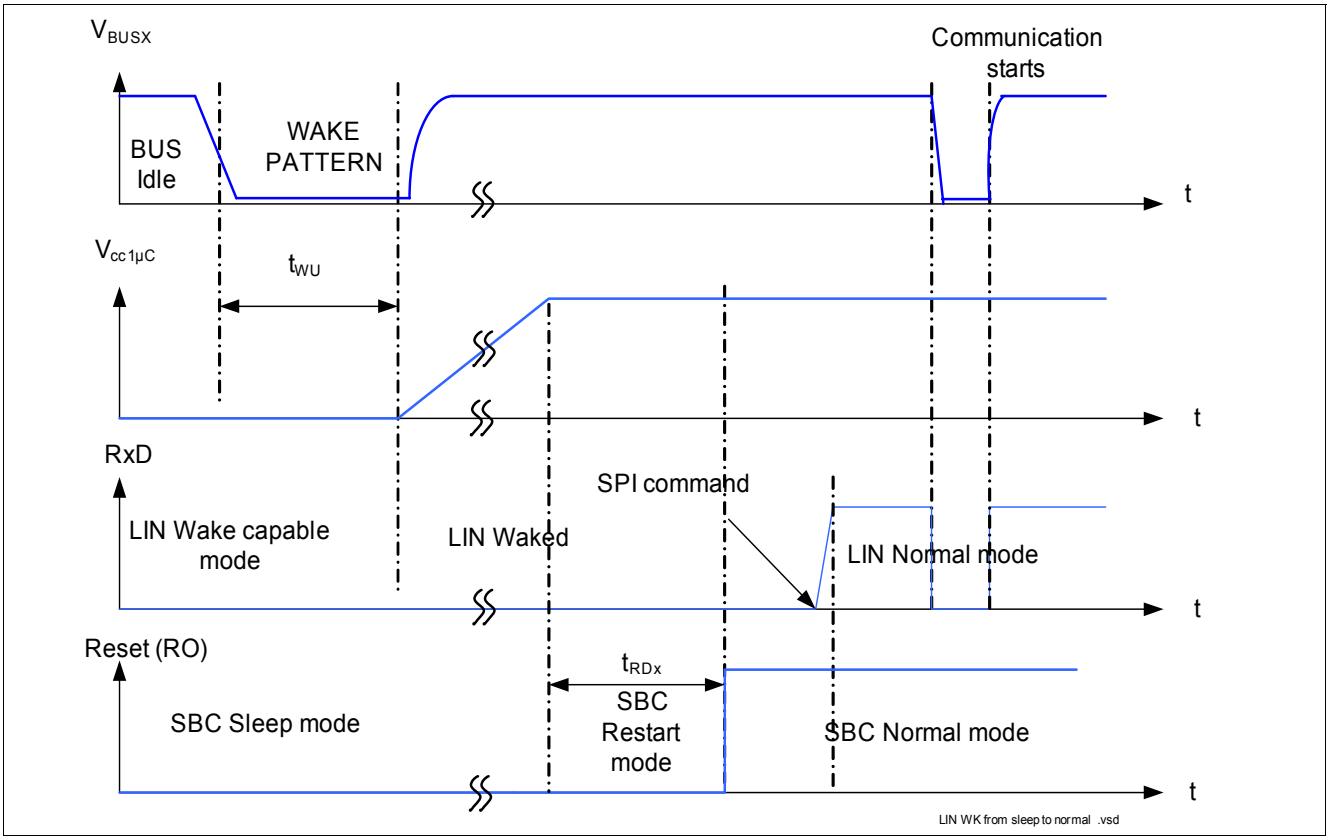

Figure 21 Timing during Transition from SBC Sleep to SBC Normal Mode
Wake-up is possible via a LIN message (filtering time t > $t_{WK,bus}$), it automatically transfers the SBC into the SBC Restart Mode and from there to Normal Mode the corresponding RxD pins in set to LOW, see **Figure 21**. The microcontroller is able to detect the low signal on RxD and to read the wake source out of the “Wake Register Interrupt” register (000) via SPI. No Interrupt is generated when coming out of Sleep Mode. The µC can now switch the CAN transceiver into LIN Normal Mode via SPI to start communication.